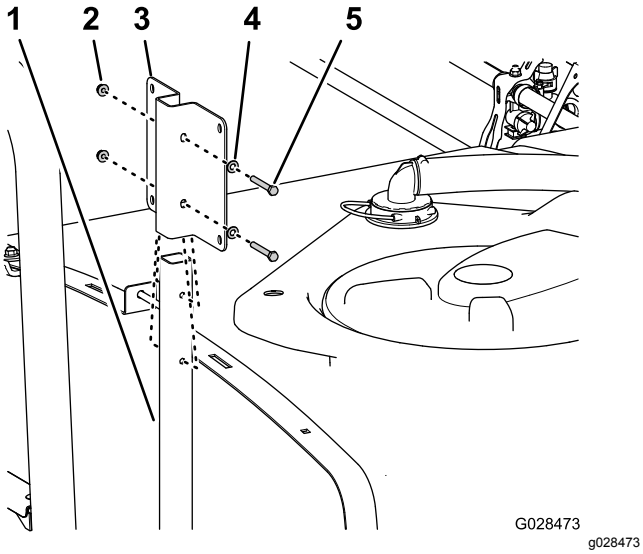

Figur 36
1. Ret hullerne i beslaget til vandtanken ind efter hullerne i støtterøret (Figur 36).
2. Fastgør beslaget til røret (Figur 36) med 2 flangehovedbolte (5/16" x 2¼"), 2 spændeskiver (5/16") og 2 flangelåsemøtrikker (5/16").